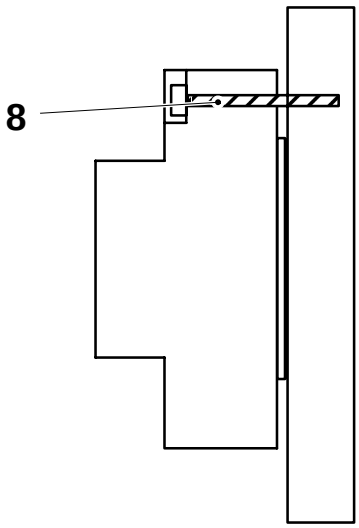

Fig. 3
b) Undo the nut (2), the screws (3) and (4) and remove the end section (5).
c) Remove the powder brake unit (6) from the shaft.
d) Undo the screws (7) to cable bracket.
e) Undo the three screws (8) that are through, see fig. 3.